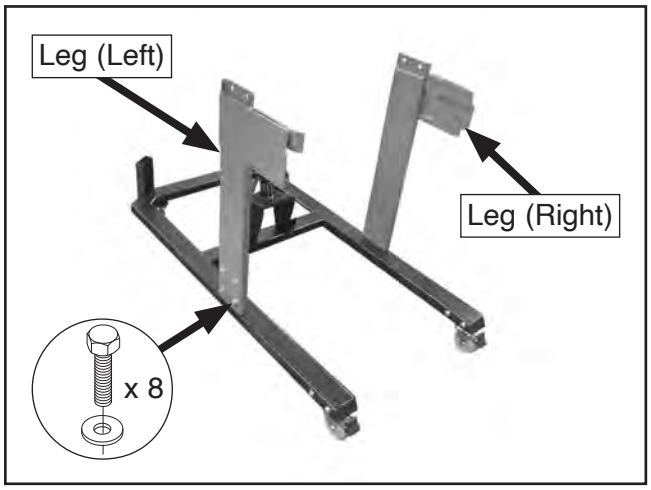

Figure 19. Right and left legs attached to stand base.
4. Attach right and left legs to stand base using (8) 5/16"-18 x ¾" hex bolts and (8) 5/16" flat washers (see **Figure 19**).
Note: *Ensure legs are facing front of stand base, as shown in* ***Figure 19****.*